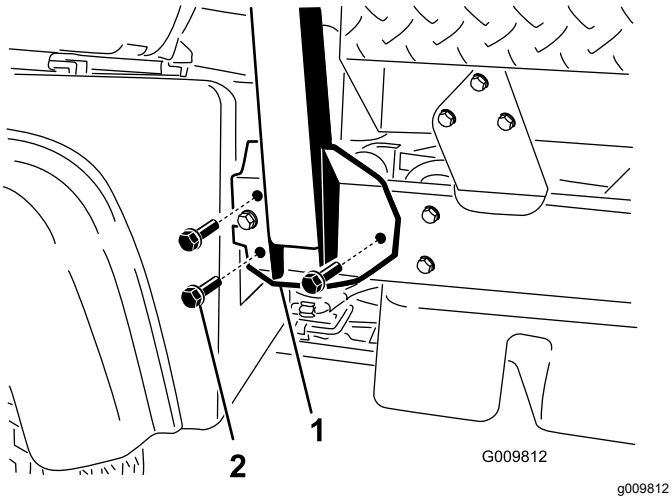

Figur 4
2. Rikta in störtbågens samtliga sidor mot monteringshålen på maskinramens bägge sidor (Figur 4).
3. Fäst störtbågens monteringsfäste på maskinramen med tre flänsskruvar (½ x 1¼ tum) på varje sida (Figur 4).